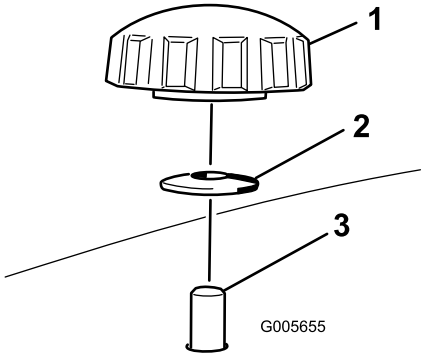
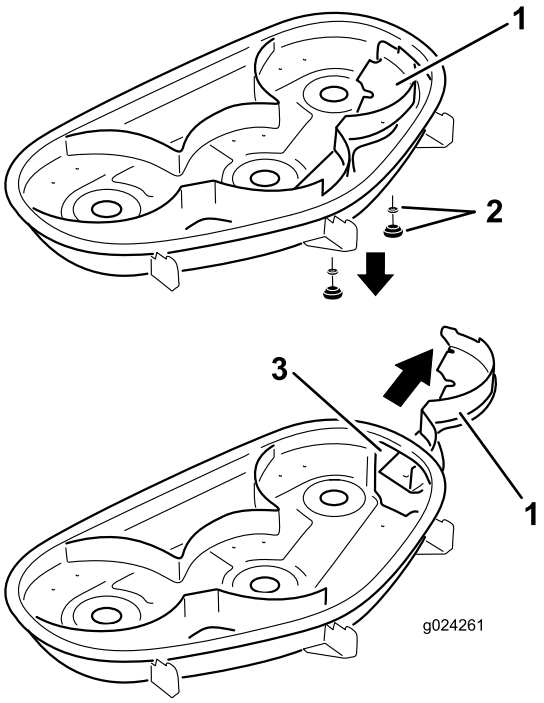

Figur 28
Figur 29
4. Afmonter de to skruer og buede skiver, der fastgøre højre skærm til plæneklipperen (Figur 28).
5. Fjern højre afskærmning, og sænk græsdeflektoren over udblæsningsåbningen, som vist i Figur 28 og Figur 29.
5. Skub højre skærm under plæneklipperskjoldet, og fastgør den med to knapper og buede spændeskiver (den buede side mod plæneklipperen), som vist i Figur 28 og Figur 29.